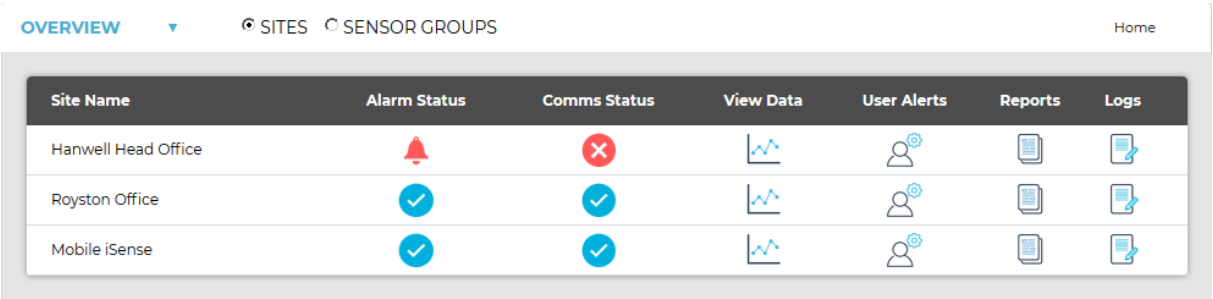

Figure 3
* The **Sites Table View** window is displayed. See Figure 3 below: